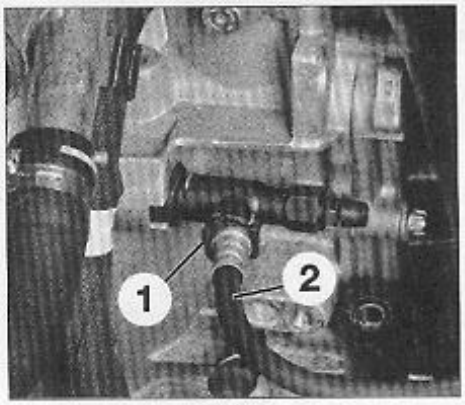

FIG. 1
• Déposer l'agrafe (1) puis débrancher la durit hydraulique (2) du raccord de cylindre récepteur d'embrayage (**Fig.1**).